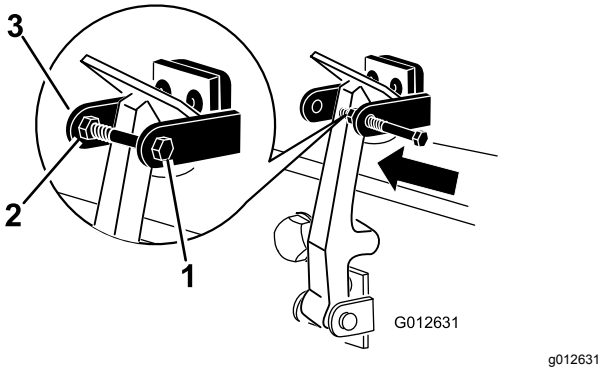

Figuur 6
7. Schroef de bout in de andere arm van de vergrendelbeugel om de sluiting te vergrendelen (Figuur 6). De bout stevig aandraaien, maar de moer niet.